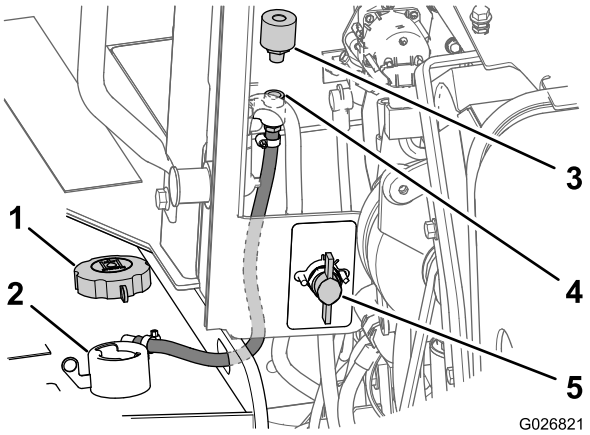

Figura 106
2. Gire o interruptor de desconexão da bateria para a posição Off (Figura 106).
3. Retire a tampa do tubo de enchimento do tubo de enchimento do tanque (Figura 106).
4. Na parte frontal do painel do compartimento do motor, remova o respiro da conexão do tubo girando o respiro no sentido anti-horário (Figura 106).
5. Instale um novo respiro na conexão do tubo, apertando-o manualmente (Figura 106).